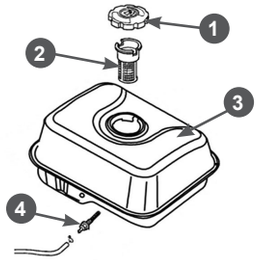

Рис. 16 Топливные фильтры
4. При незначительном загрязнении промойте поролоновый фильтрующий элемент 5 (Рис. 16) теплым мыльным раствором и просушите. Поврежденный или сильно загрязненный поролоновый фильтрующий элемент замените.
В топливном баке установлены два сетчатых топливных фильтра. Один фильтр устанавливается в заливной горловине топливного бака. Второй фильтр конструктивно объединен со штуцером топливного бака и установлен внутри бака (Рис. 16).
3. Выкрутите из топливного бака выходной штуцер 4 и произведите его очистку (Рис. 16). Внимательно осмотрите сетчатый фильтр. При обнаружении механических повреждений замените штуцер топливного бака.